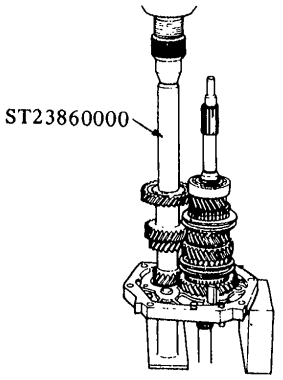

Fig. MT-39 Installing countershaft drive gear
4. Press counter drive gear onto countershaft with Counter Gear Drift ST23860000 by meshing gears and secure counter drive gear with thicker snap ring. See Figures MT-39 and MT-40.